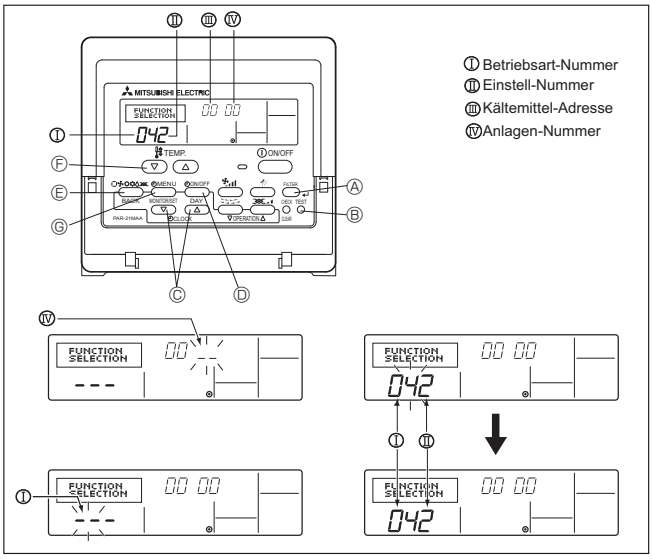

Fig. 6-8
1) Für die verdrahtete Fernbedienung (Fig. 6-8)